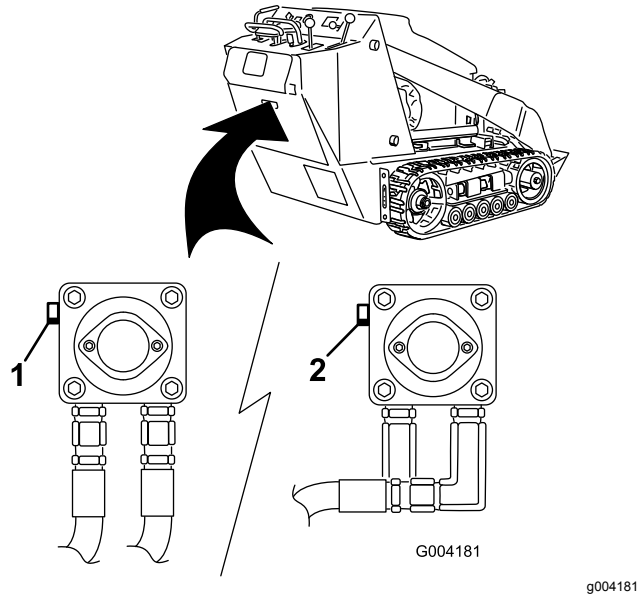

**Figur 18**
3. Använd en skruvnyckel och vrid bogserventilerna på hydraulpumparna två varv motsols (Figur 18).